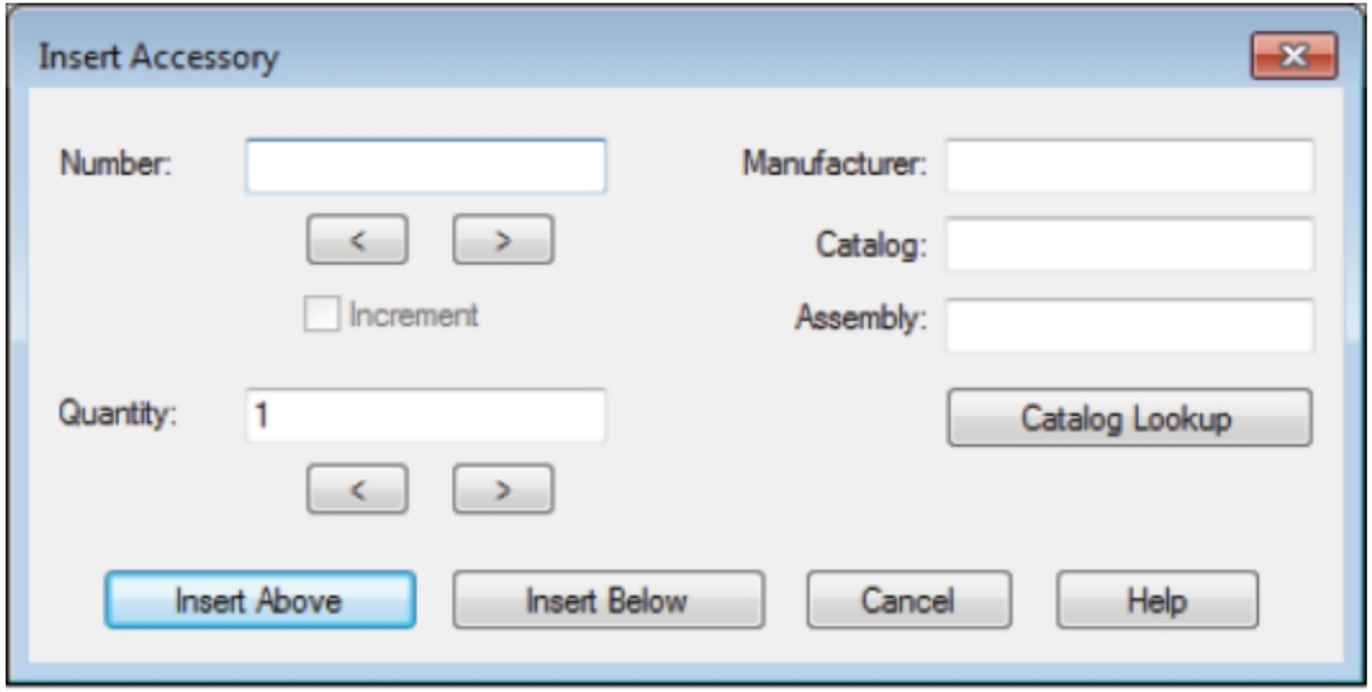

Figure-33. Insert Accessory dialog box
- You can insert accessories in the same way as spare terminals are inserted. To do so, click on the **Insert Accessory** button from the **Spare** area. The **Insert Accessory** dialog box will be displayed; refer to Figure-33. Rest of the procedure is same as discussed for spare terminals.